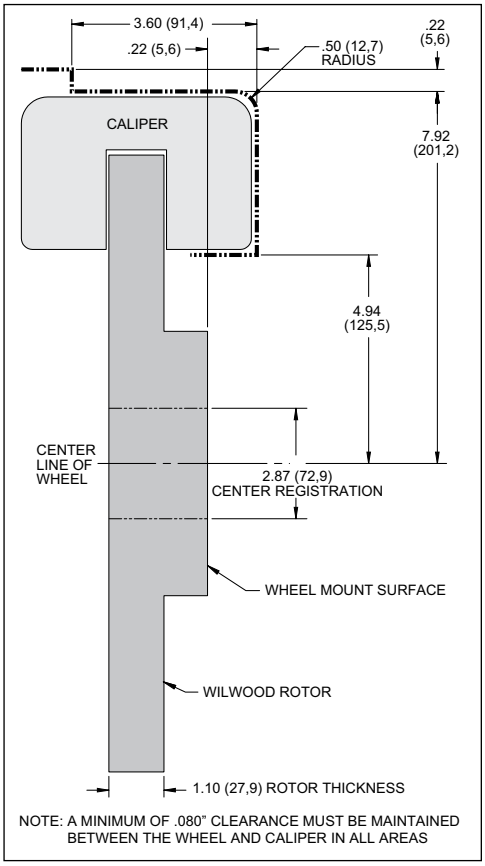

Figure 2. Wheel Clearance Diagram
- **Review the Wheel Clearance Diagram (Figure 2, page 3) to verify that there is adequate clearance with the wheels you will be using with the installation.**
- Verify your wheel clearance using Figure 2.